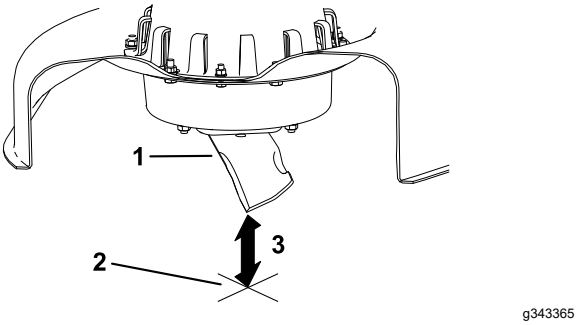

Figur 30
3. Mål fra spidsen af skærekniven til den plane overflade (Figur 30).